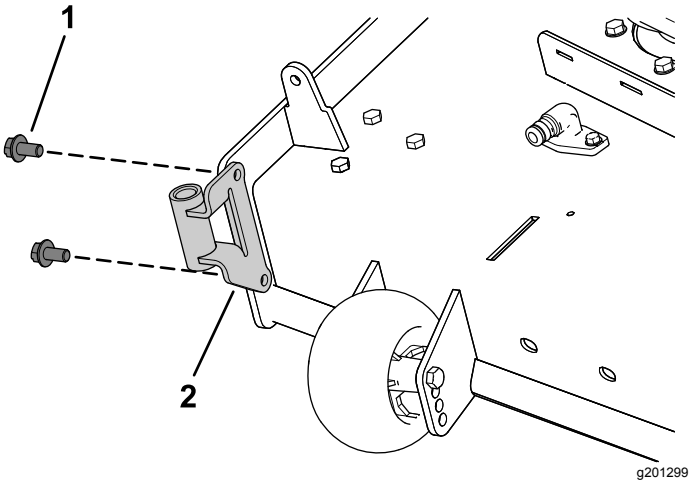

Figur 8
1. Montera blåsarstödet på klippdäcket med två sexkantiga skruvar med brickskalle (⅜ x ¾ tum) enligt Figur 8.